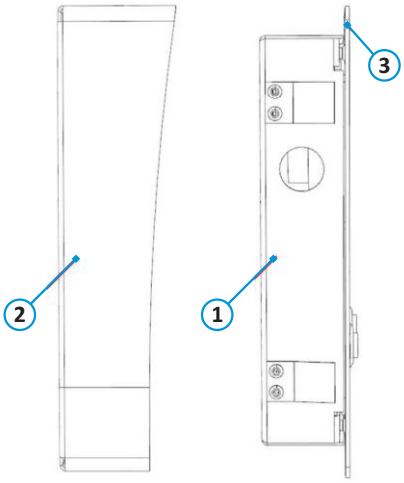

Рис. 2 – Сборка и монтаж вызывной панели. Вариант 1.
4. Корпус (поз.1 рис.2) крепится винтами к кожуху (поз.2 рис.2);
5. Панель (поз.3 рис.2) притягивается к кожуху с помощью винтов с внутренним шестигранником, входящих в монтажный комплект.